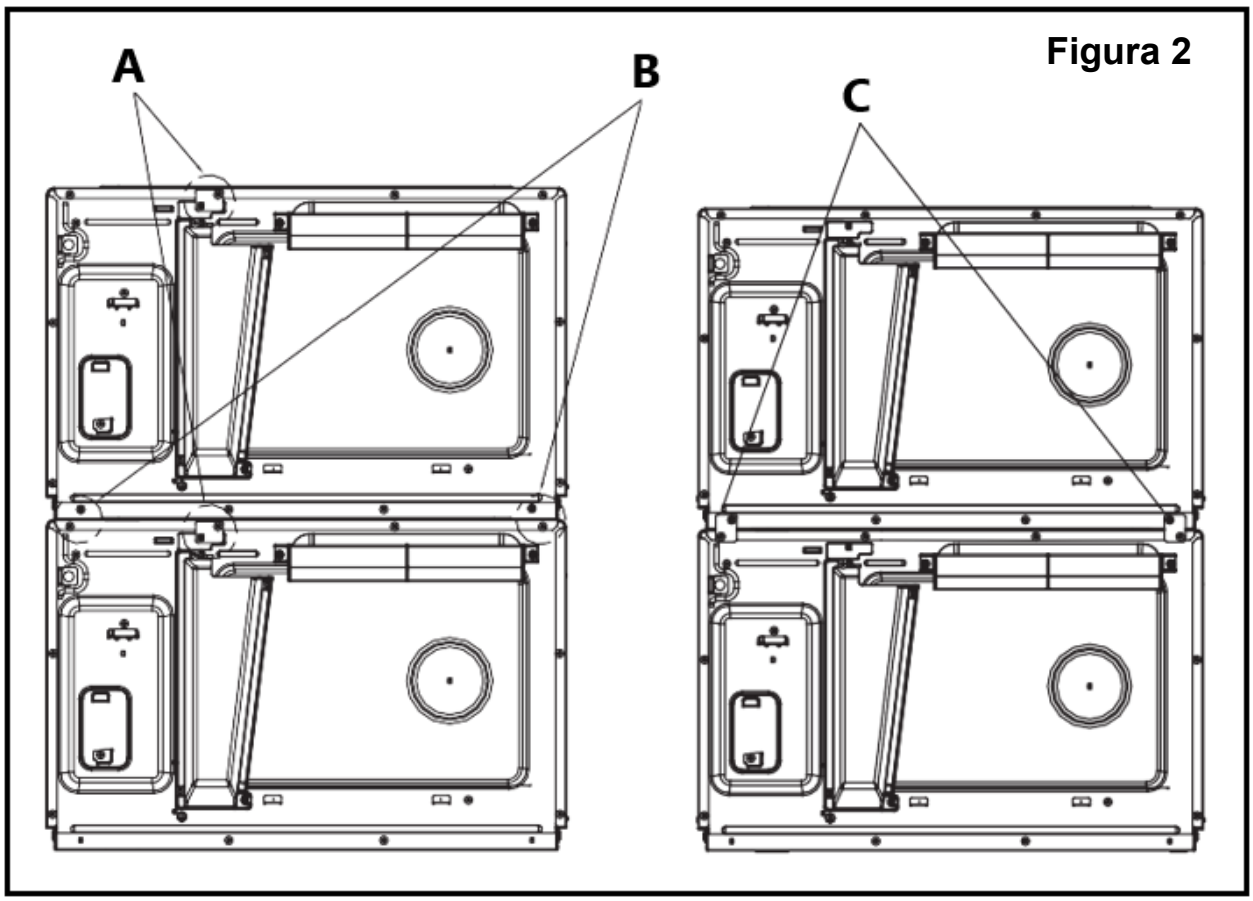

Figura 2
- O aparelho pode ser instalado com um certo grau de sobreposição (Figura 2).